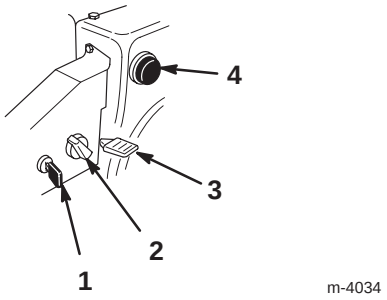

Figure 14
- **Ignition Switch** (Fig. 14)—Insert the key before starting the engine. To stop the engine, remove the key.
- **Choke** (Fig. 14)—Rotate the choke to the *On* position to start a cold engine. As engine warms up, gradually rotate the choke counterclockwise to the *Off* position.
- **Throttle** (Fig. 14)—Move the throttle upward to increase the engine speed; move it downward to decrease the engine speed. Move the throttle to the *Stop* position to stop the engine.
- **Primer** (Fig. 14)—Press the primer to pump a small amount of gasoline into the engine for improved cold-weather starting.
2. Remove the key from the ignition switch (Fig. 14).
3. Pull the choke knob off (Fig. 14).
5. Rotate the choke (Fig. 14) to the *On* position.
6. Insert the ignition key (Fig. 14).
7. Cover the hole in the center of the primer (Fig. 14) with your thumb and slowly push in the primer three times, pausing a moment between pushes.
10. After the engine starts, immediately rotate the choke (Fig. 14) to the 3/4 position. As the engine warms up, rotate the choke to the 1/2 position. When the engine warms up sufficiently, rotate the choke to the *Off* position.